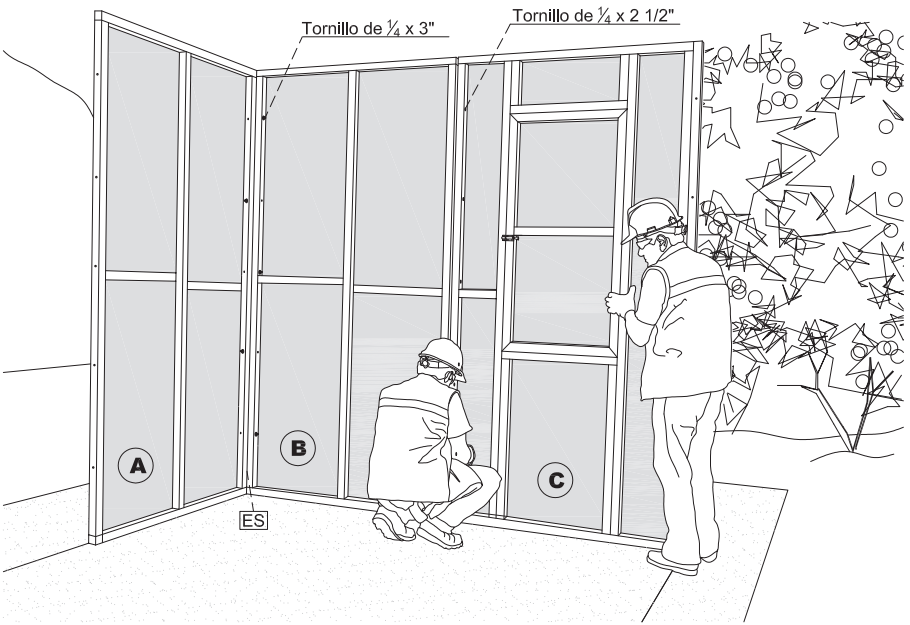

Fig. 11
* Tome el siguiente panel paso (C) y fíjelo al panel contiguo con tornillos de ¼ x 2 ½" en cada una del las 5 perforaciones laterales del panel fig. 11 - 12 ver pág. 16.